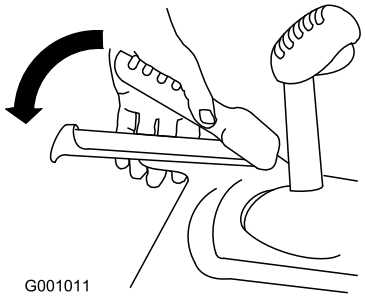

Figur 29
1. For at indkoble traktionsdrevet skal du klemme traktionsgrebet til venstre for håndtaget (Figur 29).